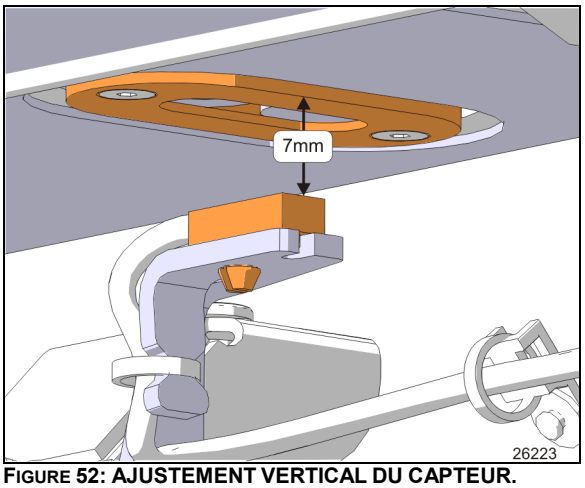

FIGURE 52: AJUSTEMENT VERTICAL DU CAPTEUR.
3. Déplacer lentement le capteur vers l'extérieur du véhicule jusqu'à la DEL s'allume. Ensuite, le déplacer de 2 mm (0,079 po) plus loin dans le même sens et l'ajuster verticalement à 7mm de la surface de l'aimant (Figure 52). Serrer les vis de support de montage.